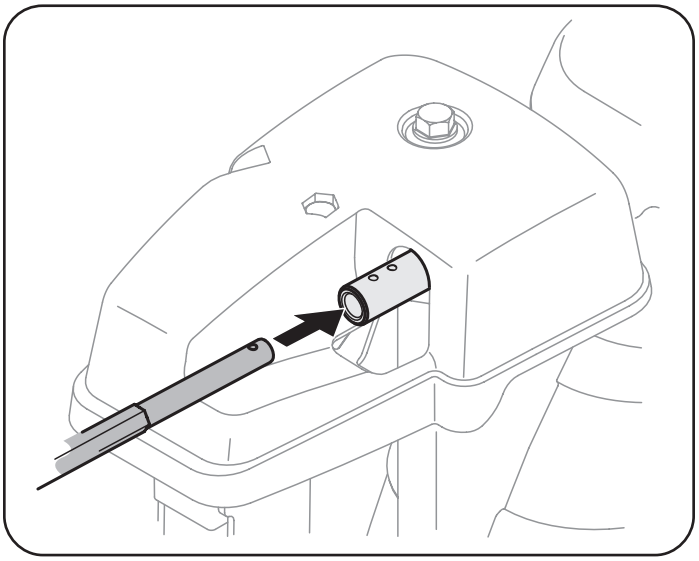

Figura 20
2. Inserte la varilla de control del canal dentro del cabezal de control del canal. Empuje la varilla tan lejos dentro del cabezal de control del canal como sea posible, manteniendo los orificios en la varilla orientados hacia arriba. Consulte Figura 20.